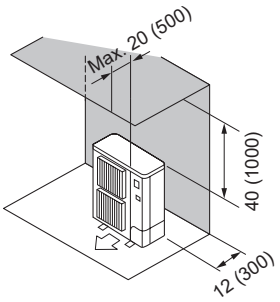

Fig. 2-7
② Obstacles à l'arrière et au-dessus (Fig. 2-7)